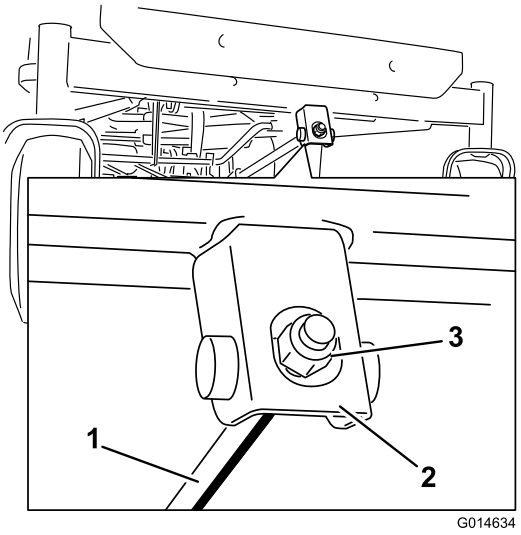

Figur 62
6. Vrid på justeringsmuttern framtill på klipparen för att justera knivens främre-bakre lutning (Figur 62).